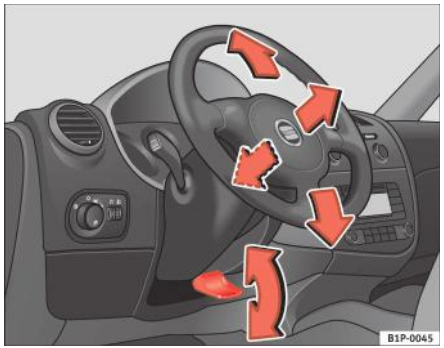

Fig. 113 Reglarea poziției volanului
– Împingeți pârghia de sub coloana de direcție ⇒ fig. 113 în jos ⇒ ⚠.